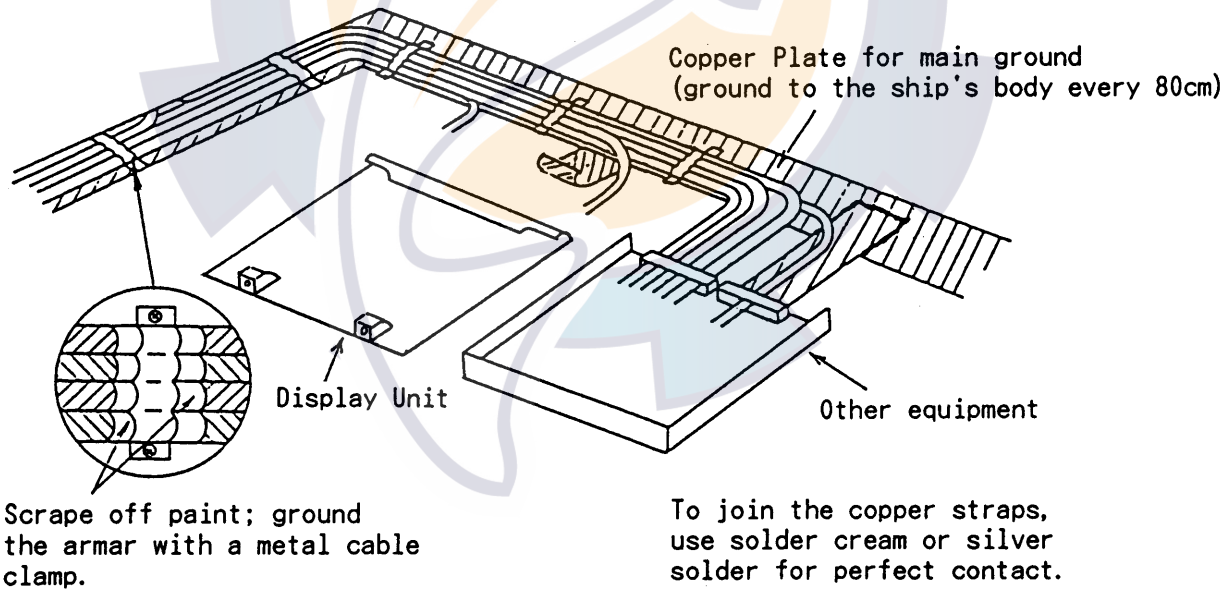

Fig. 1-2 Example of Grounding [1]
e) Ground all units with a copper strap as shown in Figs. 1-2 and 1-3.